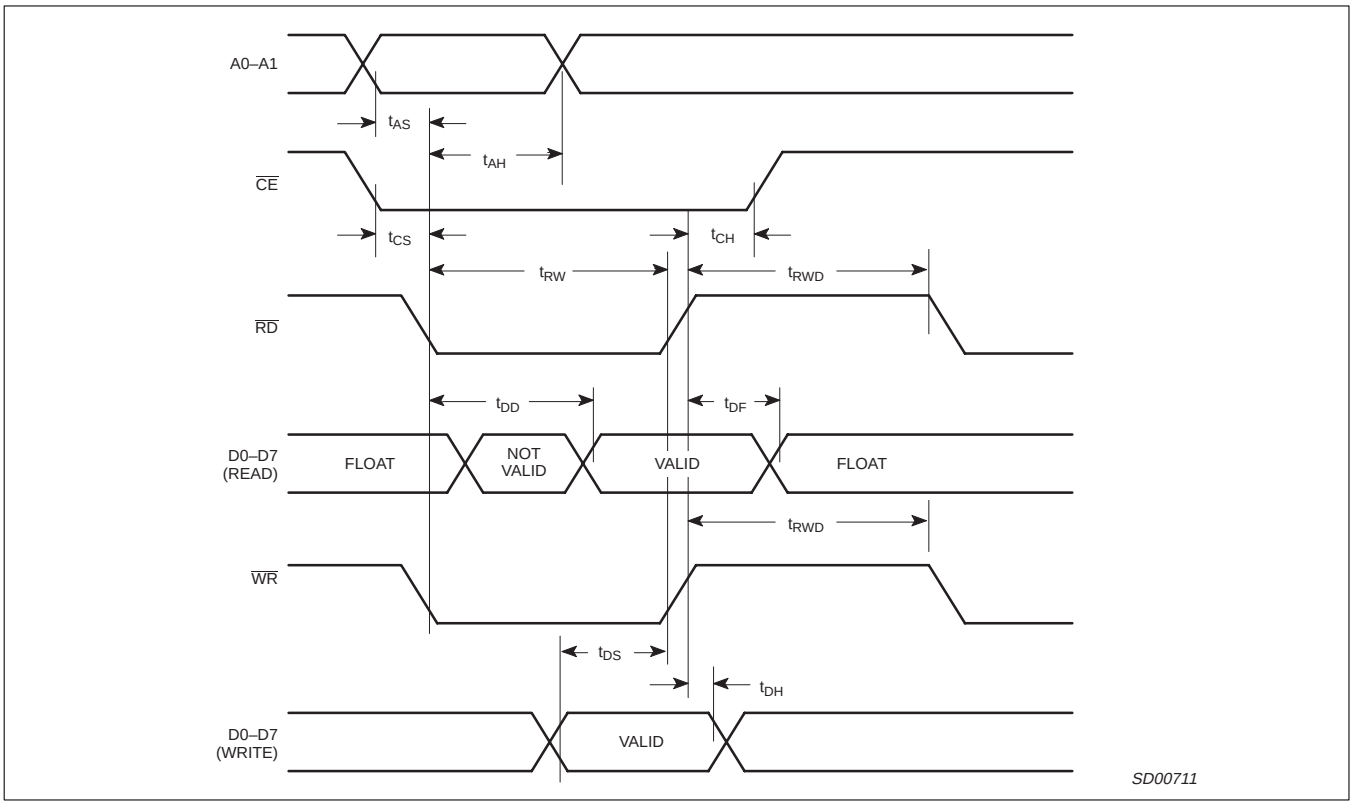

Figure 20. Bus timing
Bus Timing (See Figure 20, 21)
2. All voltage measurements are referenced to ground (GND). For testing, all inputs swing between 0 V and 3.0 V with a transition time of 5 ns maximum. All time measurements are referenced at input voltages of 1.5 V and output voltages shown in Figures 20–21.